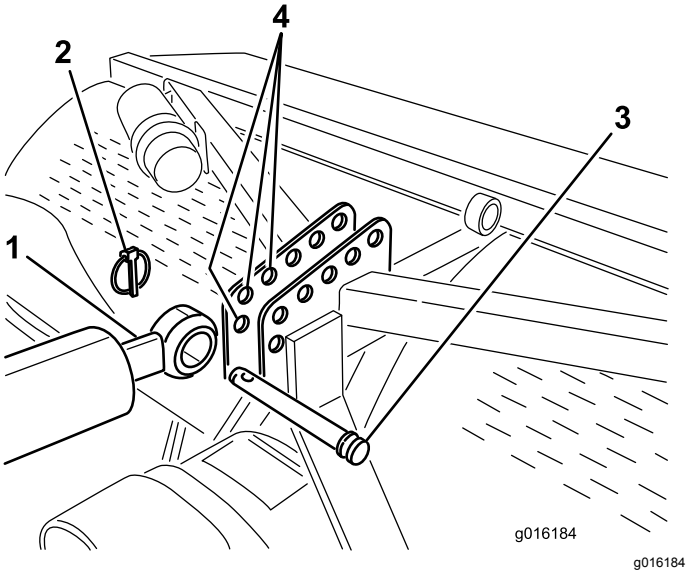
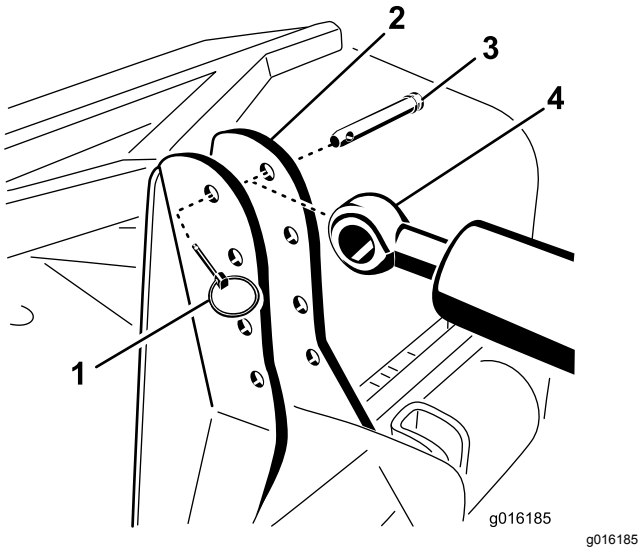

**Figur 6**
**Figur 7**
7. Fest stangenden på det hydrauliske toppleddet til hullet som sitter lengst framme i luftemaskinbraketten, med festetapp og ringstift (Figur 6 eller Figur 7).